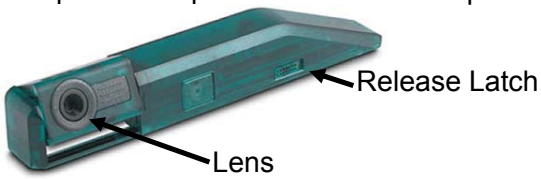

Figure 2 - A31p UltraPort Camera
8. Rotate lens so that lens is directed towards user. (Refer to Figure 2)